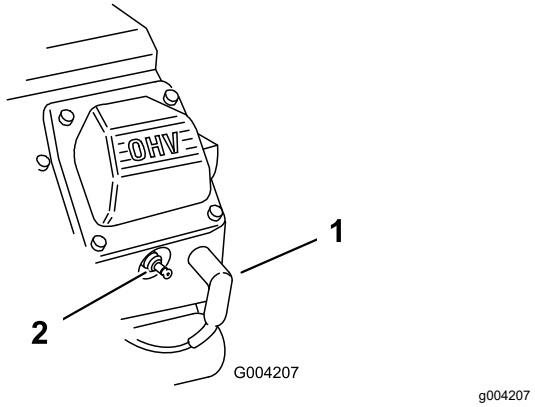

Figure 47
2. Pull the wires off the spark plugs (Figure 47).
3. Push the wires onto the spark plugs (Figure 47).